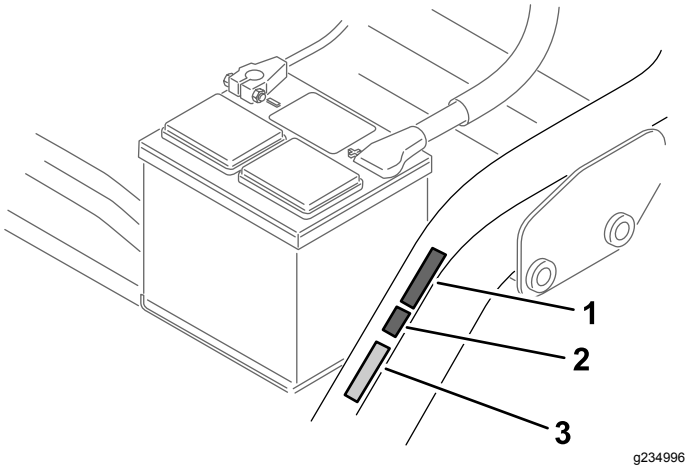

Figur 17
- Sæt CE-mærkaten på ved siden af serienummerpladen (Figur 17).
- Sæt CE-mærkaten med produktionsår på ved siden af CE-mærkaten (Figur 17).